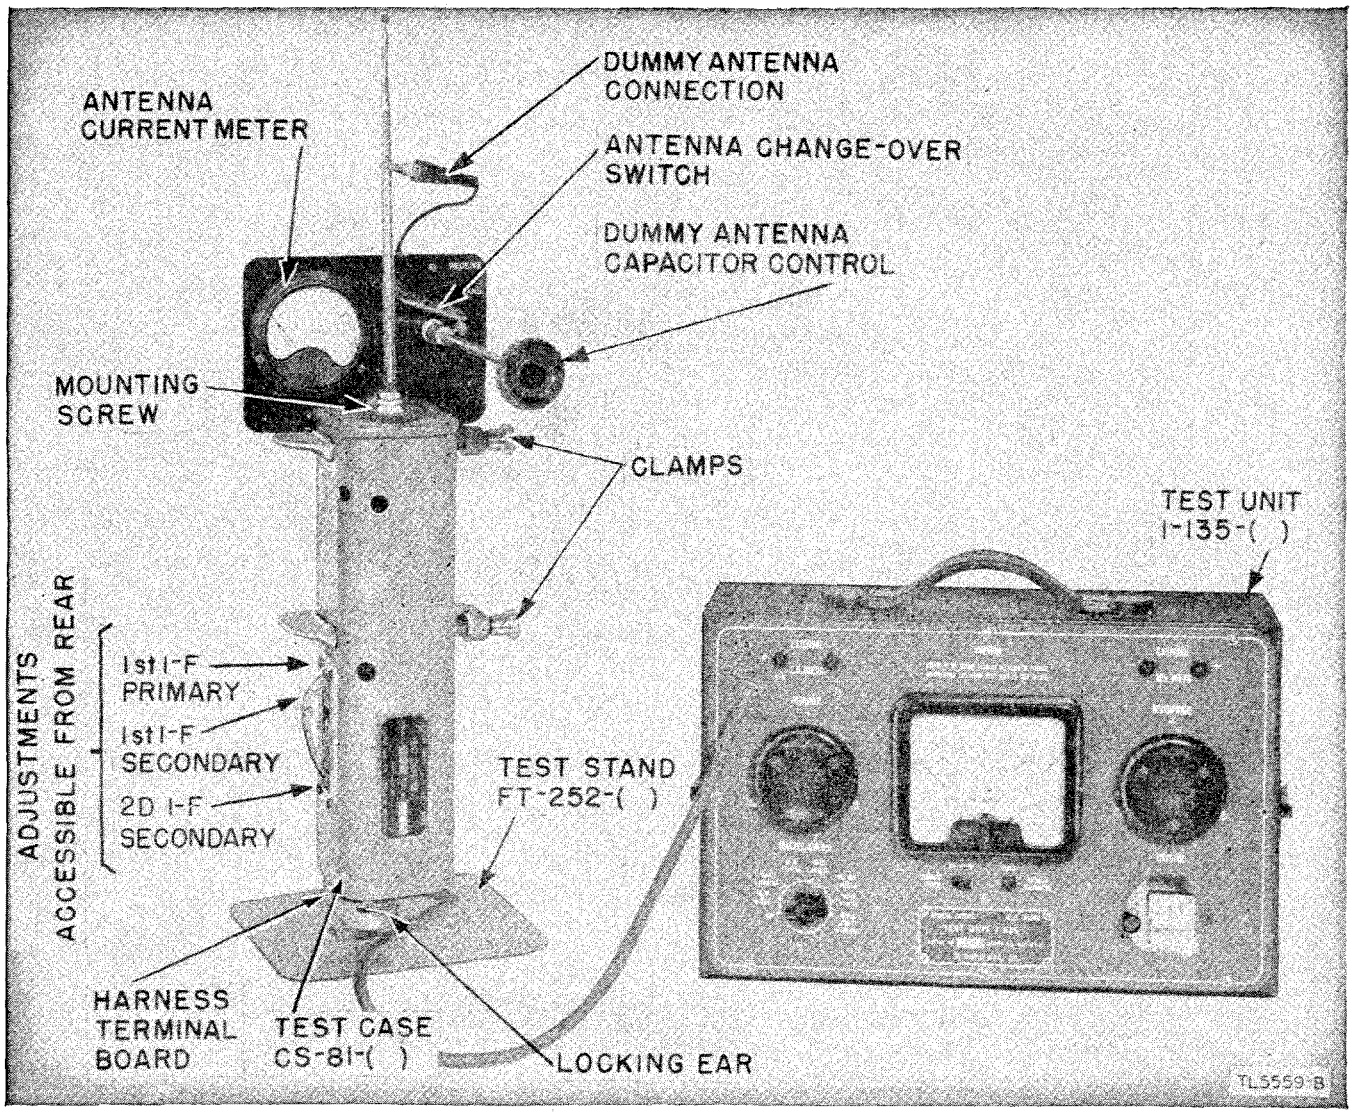

Figure 61. Test Equipment IE–17–( ), set up.
b. Components. Test Equipment IE–17–( ) consists of the following components (fig. 61):